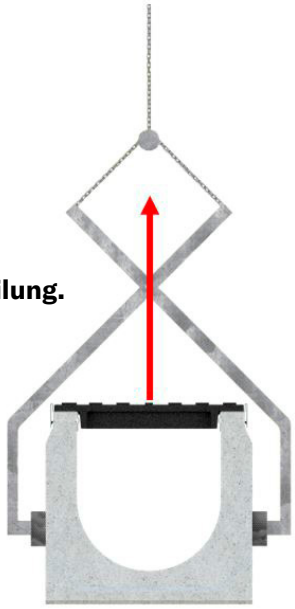

Bild 1
- Prüfen sie, ob das gewicht der rinnen richtig verteilt ist, und fahren sie mit dem heben fort (siehe bild 1).